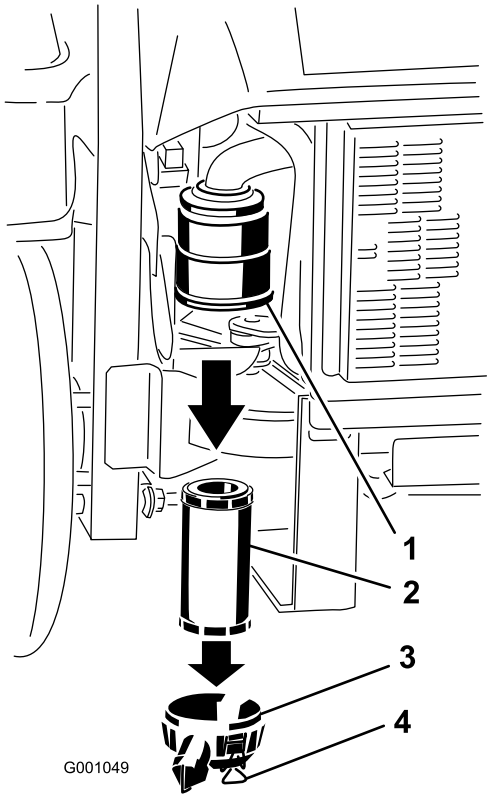

Figur 43
3. Lossa spärrhakarna på luftrenaren och dra av luftrenarkåpan från luftrenarhuset (Figur 43).
5. Dra försiktigt ut filtret ur luftrenarhuset (Figur 43). Undvik att knacka filtret mot sidan på luftrenarhuset.